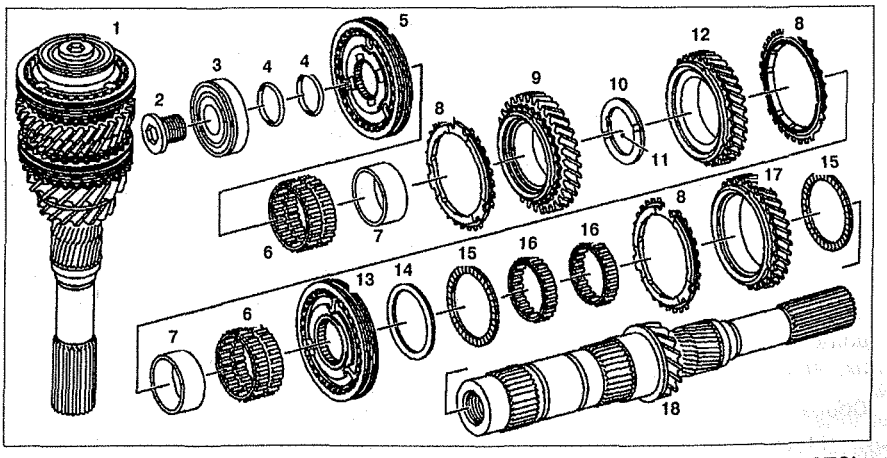

Рис. 6.25. Ведущий вал (автомобили с двигателями 111.948 и 601.970):
2. Открутите болт **2** (см.рис.6.25).